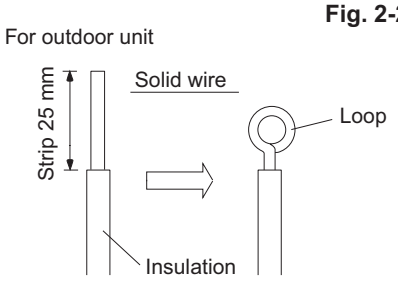

Fig. 2-222
(1) Cut the wire end with a cutting pliers, then strip the insulation to expose the solid wire about 25 mm. (Fig. 2-222)
(2) Using a screwdriver, remove the terminal screw(s) on the terminal plate.
(3) Using the pliers, bend the solid wire to form a loop suitable for the terminal screw.
(4) Shape the loop wire properly, place it on the terminal plate and fix it securely with the removed terminal screw using a screwdriver.